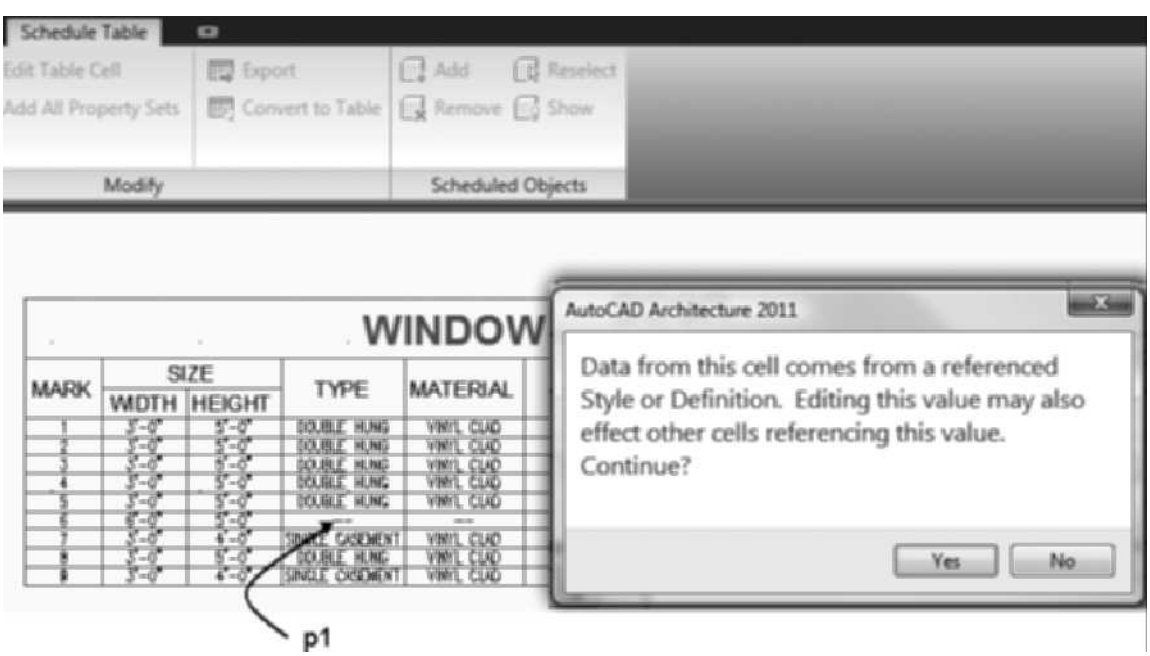

FIGURE 11.66 *AutoCAD Architecture message box for editing style-based data*
17. Select the Window Schedule and select **Edit Table Cell** from the **Modify** tab of the Schedule Table tab. Click the **(- -)** in the **Type** column for the number **6** window at **p1** in Figure 11.66. Click **Yes** to dismiss the AutoCAD **Architecture** warning box and open the **Edit Property Set Data** dialog box. Type **PICTURE ARCHED** in the **Type** field of the **Window Styles** property set. Type **VINYL CLAD** in the **Material** field of the Window Styles property set. Click **OK** to dismiss the Edit Property Set Data dialog box. Press ESC to end the command.